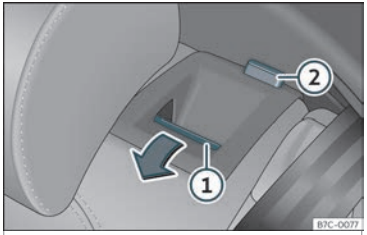

Abb. 106 Rücksitz: Rückenlehne vorklappen.
- Entriegelungstaste ››› **Abb. 106** ① nach vorn ziehen und gleichzeitig die Rückenlehne umklappen. Die Rücksitzlehne ist entriegelt, wenn die rote Markierung des Tasters ② sichtbar ist.
Die Rücksitzlehne ist entriegelt, wenn die rote Markierung des Tasters>>> **Abb. 106** ② sichtbar ist.